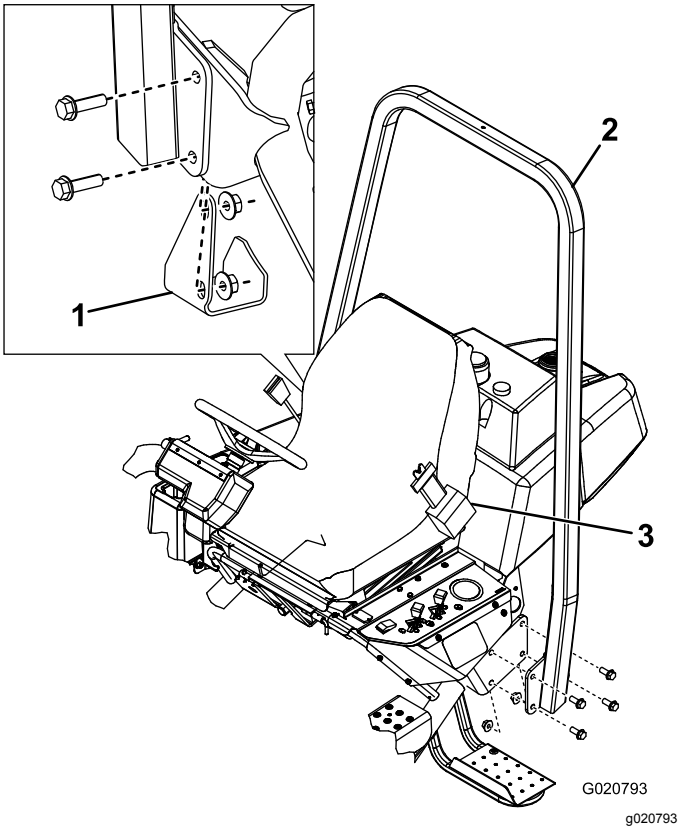

Figur 6
2. Sænk styrtbøjlens ramme (Figur 6) ned på monteringsbeslagene, så monteringshullerne rettes ind.